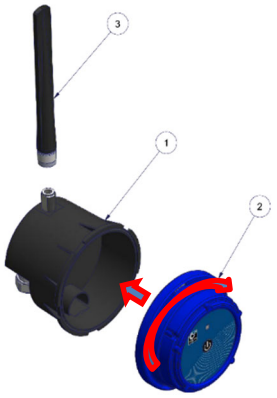

Figure 3 Assemblage corps (1) & tête (2)
3. Fermez le corps (**1**) en tournant la tête (**2**), voir Figure 3 ci-dessous. **Aucun effort ne doit apparaître !** Si les deux parties du boîtier ne s'emboitent pas correctement, assurez-vous qu'il n'y a pas de fils pincés ou débris présents.